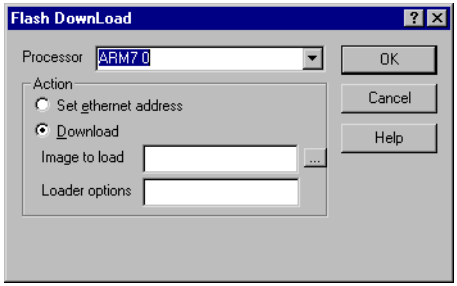

Figure 5-15 Flash Download dialog
1. Select **Flash Download** from the **File** menu. The resulting dialog is shown in Figure 5-15 on page 5-12.